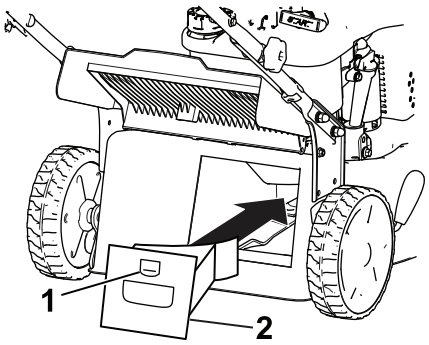

Figur 16
1. Höj och håll upp den bakre luckan (Figur 16).
2. Montera mullningpluggen på kåpan och lås pluggen vid kåpans öppning (Figur 16).